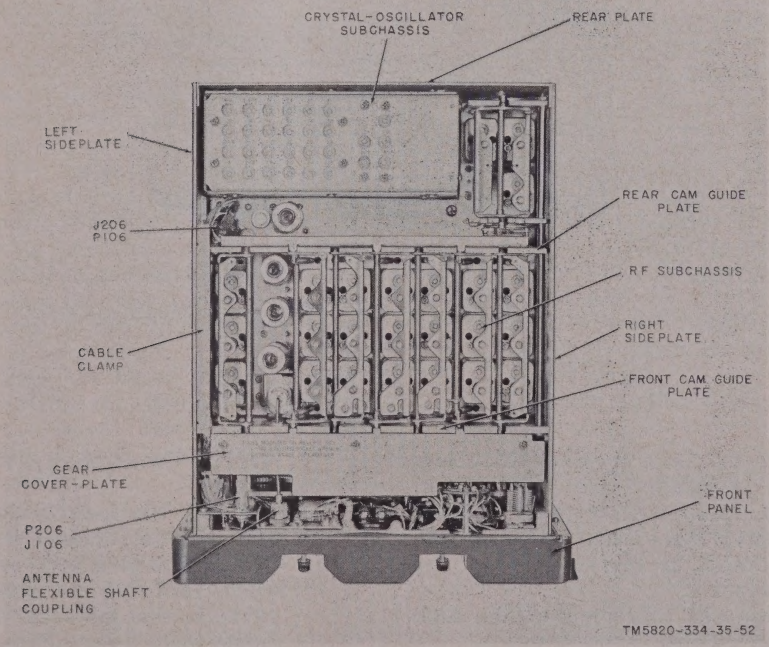
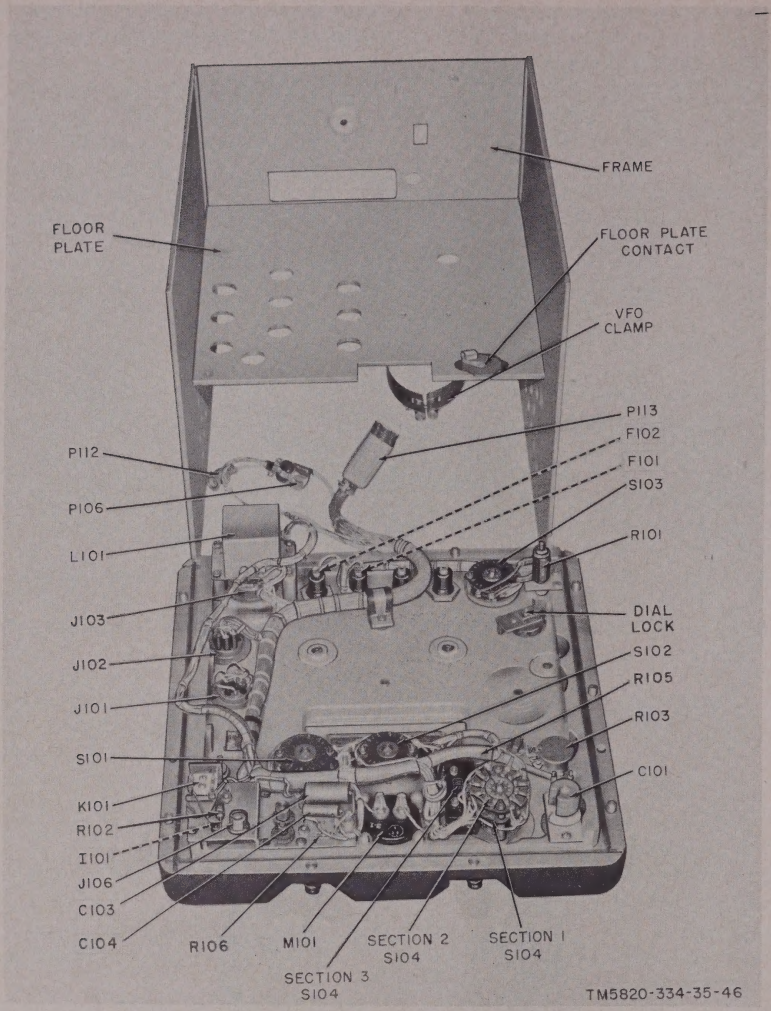

Figure 54. Receiver, top view, case removed.
Figure 55. Front panel assembly, rear view.
(5) Remove the cable clamp at the top left side of the receiver (fig. 54) by removing the two screws which secure the clamp to the left sideplate.
(6) Remove the three Phillips screws from the gear coverplate (fig. 54), and lift off the plate.
(7) Disconnect plug P206 (fig. 54).
(8) Loosen the setscrews on the ANT TRIM flexible shaft (fig. 54) coupling at the front panel end, and remove the flexible shaft and coupling.
(9) Loosen the setscrews in the MEGACYCLES and the KILOCYCLES knobs, and remove the knobs.
(10) Remove the DIAL LOCK knob. Loosen the nut and washer on the DIAL LOCK bushing, and rotate the dial lock (fig. 55) to clear the kilocycle disk (fig. 56).
(11) Remove the BAND WIDTH knob.
(12) Remove the 10 flat-head Phillips screws which secure the front panel to the sideplates of the receiver.
(13) Pull the front panel away from the receiver.
(1) Bring the front panel into place against the receiver.
(2) Replace and tighten the 10 flat-head Phillips screws which secure the front panel to the sideplates of the receiver.
(3) Rotate the dial lock mechanism so that the jaws of the dial lock are in position to grasp the kilocycle disk (fig. 55 and 56).
(4) Tighten the nut on the DIAL LOCK bushing. Be sure the dial lock mechanism is in the proper position.
(5) Replace the DIAL LOCK knob.
(6) Replace the BAND WIDTH knob.
(7) Replace the MEGACYCLES and KILOCYCLES knobs and tighten the setscrews.
(8) Replace the flexible shaft coupling onto the ANT TRIM coupling at the front panel and tighten the setscrews.
(9) Connect plug P206 to receptacle J106 (fig. 54).
(10) Replace the gear cover plate (fig. 54).
(11) Replace the cable clamp located at the top left side of the receiver (fig. 54).